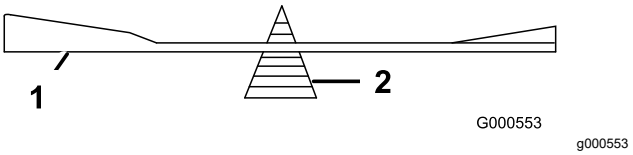

Figur 70
2. Sjekk knivens balanse ved å legge den på en balanseringsinnretning (Figur 70).